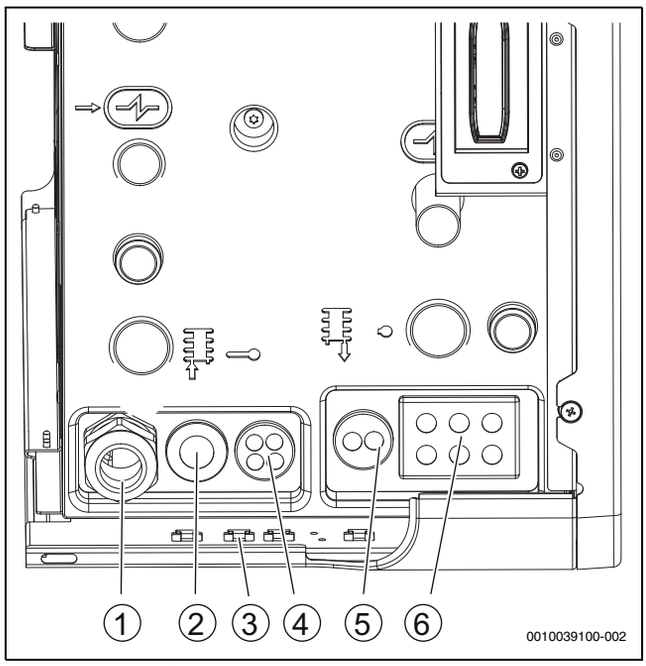
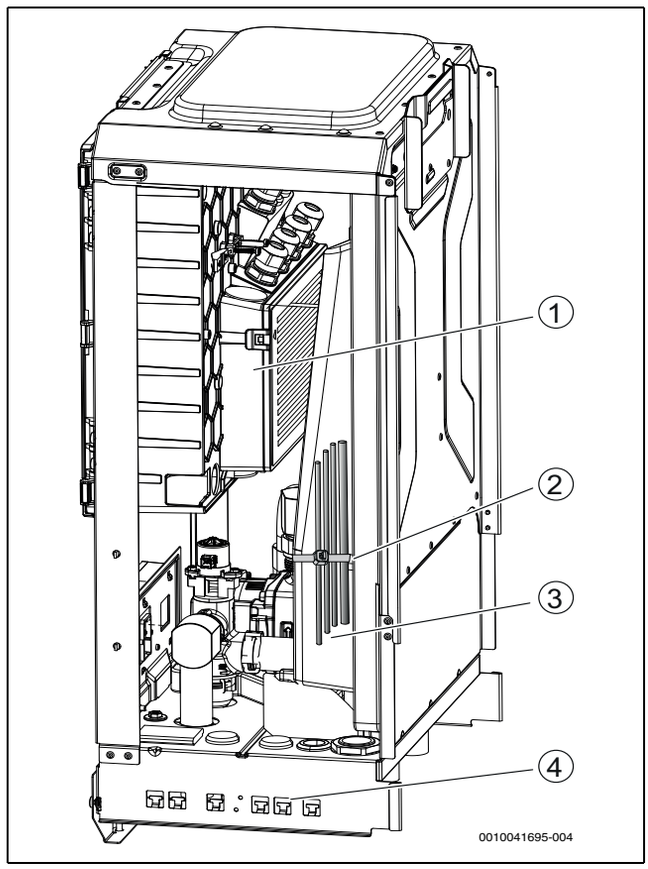

Bild 25 Kabeleinführungen der Inneneinheit
Bild 26 Kabelführung
- Anschlusskabel über die Kabeldurchführungen auf der Unterseite der Inneneinheit führen. Die richtige Reihenfolge der Kabel ist Abbildung 25 zu entnehmen.
- Kabel mit Kabelbindern an den Befestigungspunkten befestigen (→Abbildung 25 [3], Abbildung 26 [2], [4]). Darauf achten, die Kabel nicht über Kreuz zu verlegen.
- Kabel in der Inneneinheit verlegen und befestigen (→Abbildung 26).
- Nach dem Einführen des Kabels die Kabelverschraubung festziehen (→Abbildung 25 [1]).